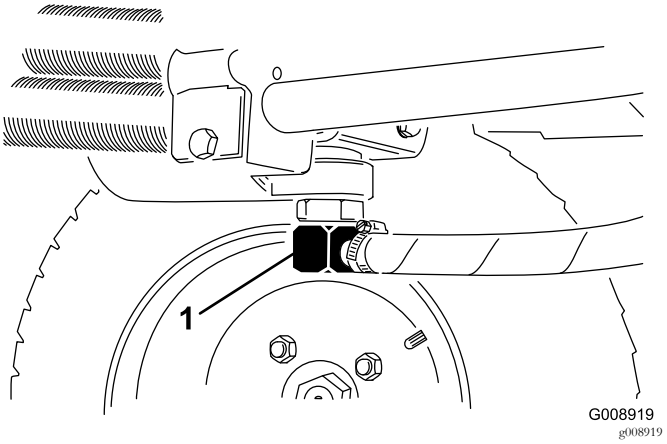
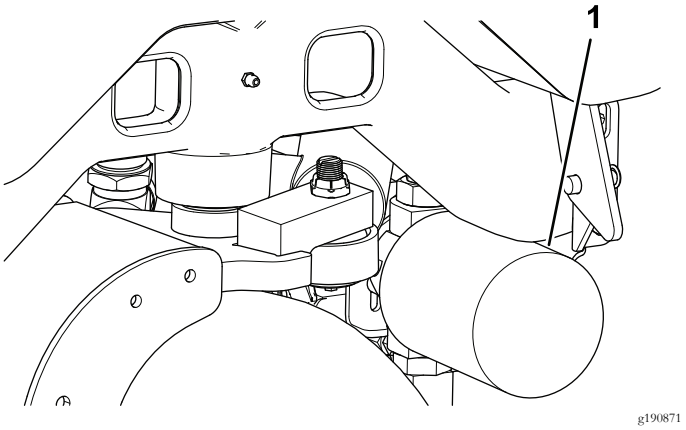

Figur 74
Figur 75
2. Koble fra hydraulikkledningen (Figur 74) eller fjern det hydrauliske filteret, (Figur 75) og la den hydrauliske oljen renne ned i et tappefat.
4. Plasser et tappefat under filteret (Figur 75), og ta ut filteret.